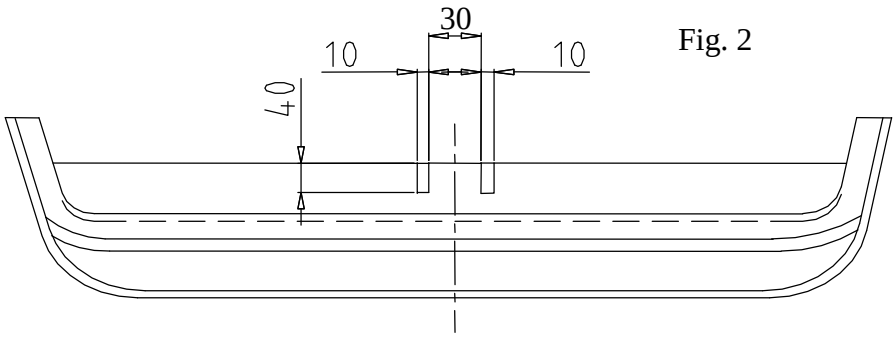

Fig. 2
2. Position the towing hitch to the frame of the car (do it such way that the holes of the towing hitch cover original holes) and fix it using M12x1,25x35mm (pos. 5).
4. Disassemble the bumper after cutting it (see fig.2)
5. Position the ball of towing hitch (pos. 2) and the socket plate (pos. 3) and fix it with M12x75mm screws (pos. 4) from the towing hitch accessories.